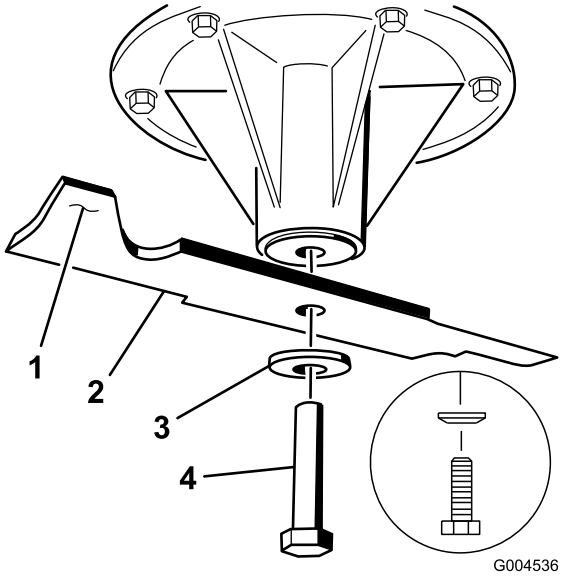

Figur 81
1. Monter kniven på spindelakselen (Figur 81).
2. Monter fjærskiven og knivbolten (Figur 81).
Merk: Fjærskivekonusen må monteres mot bolthodet (Figur 81).